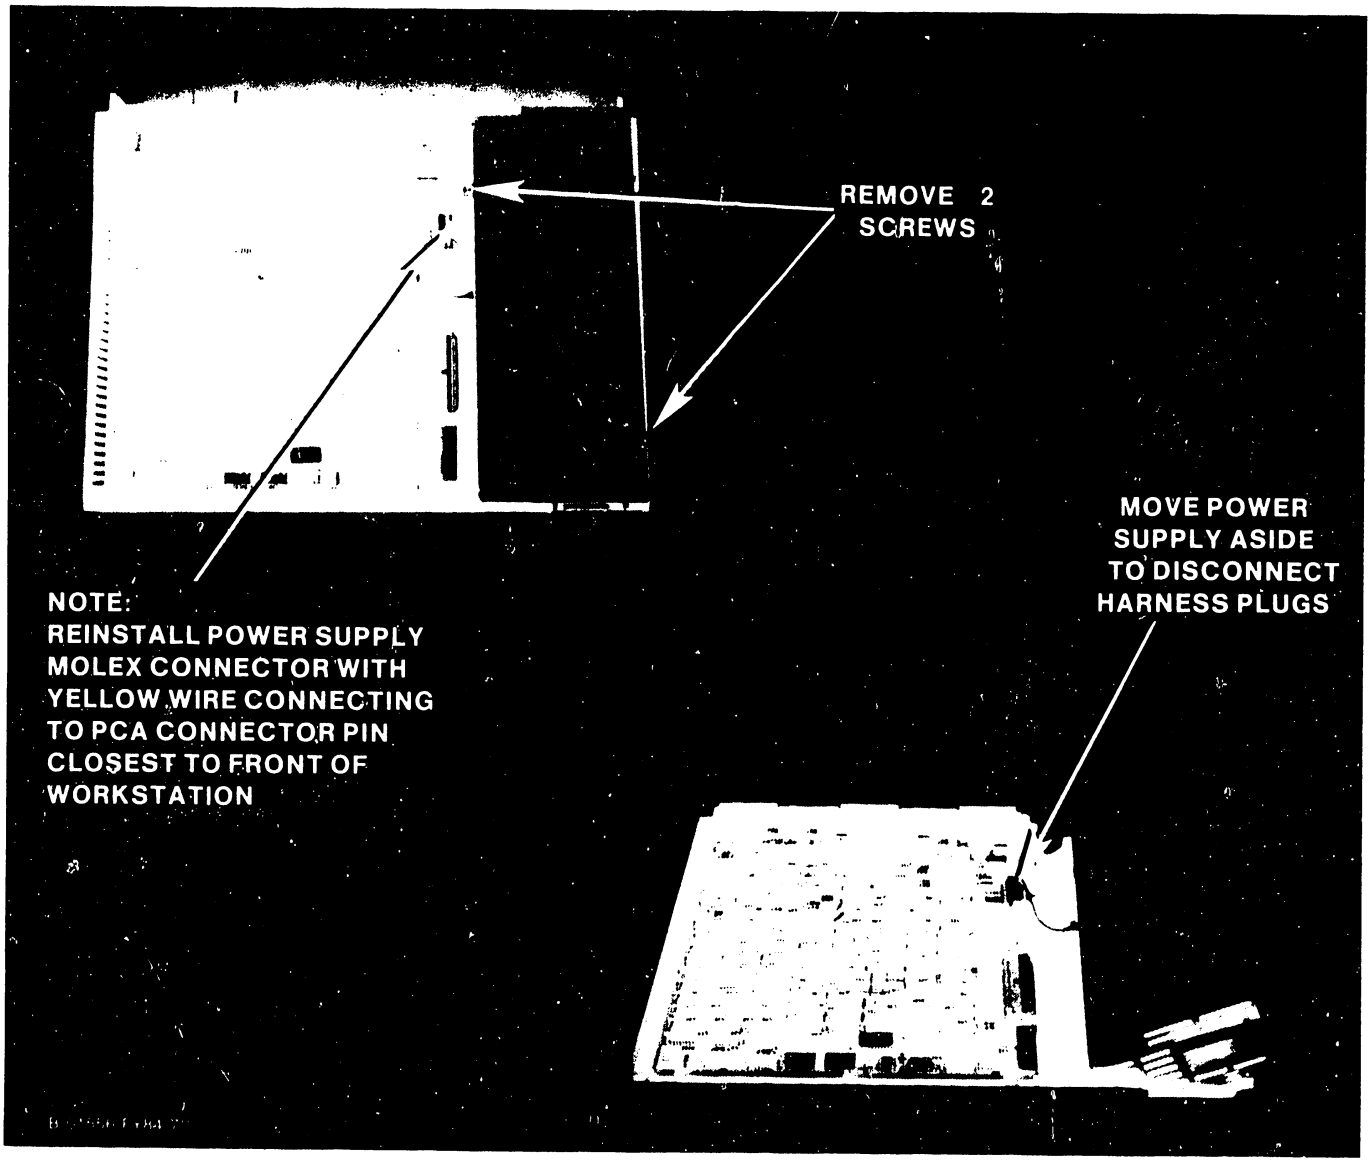

Figure 5-9. Removing the Power Supply
2. Referring to Figure 5-9, remove two screws securing the Power Supply to the Electronics Base, and lift the Power Supply out to the extent of its connecting harness.